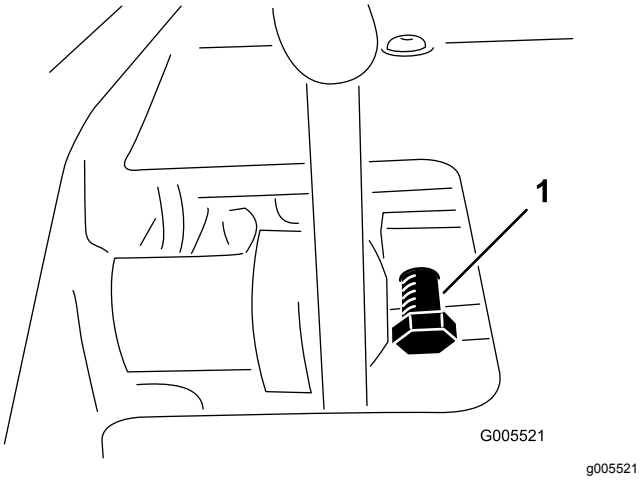

Figur 55
1. Løsn kontramøtrikken på pedalens låsebolt (Figur 55).